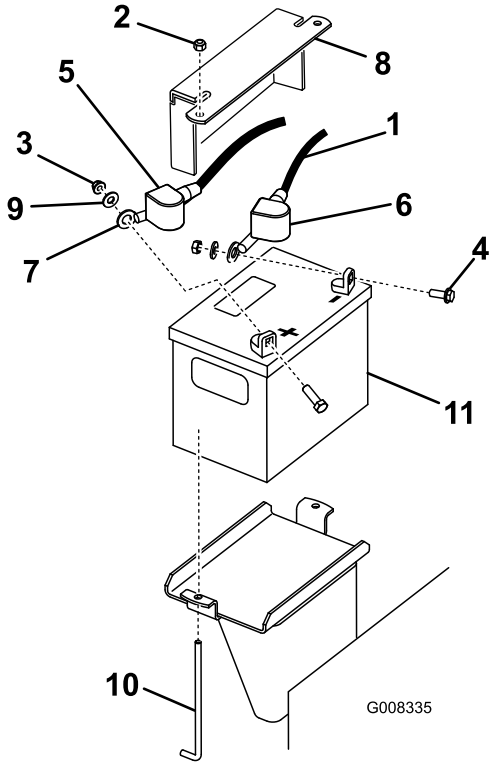

Figure 39
3. Lift the black rubber cover on the negative cable. Disconnect the negative battery cable from the negative (-) battery terminal (Figure 39).
4. Slide the red terminal boot off the positive (red) battery terminal. Then remove the positive (red) battery cable (Figure 39).
5. Remove the hold down plate, j-bolts, and locknuts securing the battery (Figure 39) and remove the battery.
1. Place the battery onto the machine (Figure 39).
3. First, install the positive (red) battery cable to positive (+) battery terminal with a nut, washer and bolt (Figure 39). Slide the rubber cover over the post.
4. Then install the negative battery cable and ground wire to the negative (-) battery terminal with a nut, washer and bolt (Figure 39). Slide the rubber cover over the post.